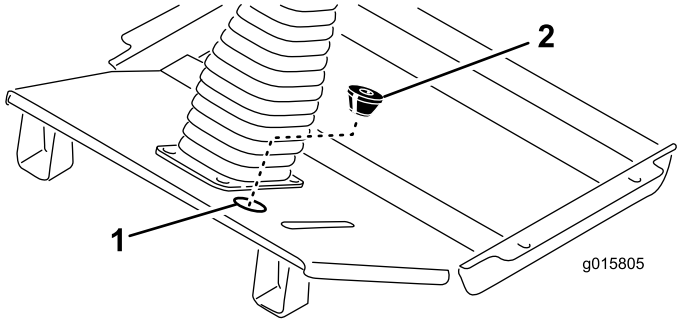

Figura 11
- Introduzca el resto del arnés por el agujero de la chapa de suelo (Figura 11).
- Haga un corte en el pasacables suministrado y abra el agujero inferior (Figura 11). Coloque el pasacables alrededor del arnés de cables con el extremo cónico del pasacables hacia abajo, e introdúzcalo en el agujero de la chapa de suelo.